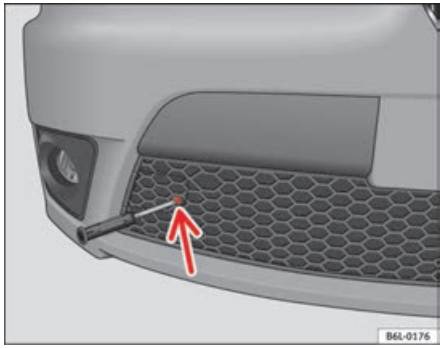

Fig. 173 Eye cover on the central lower grille
– First remove the fastener that secures it, with the screwdriver supplied ⇒ fig. 173.